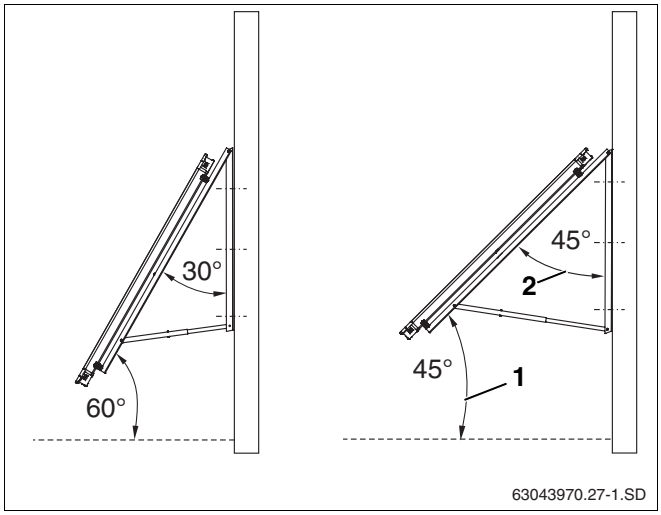

Afb. 10 Hellingshoek van de collector aan een gevel
- De hoek van de collector (afb. 10, **pos. 1**) voor de horizontalen moet tussen 45° en 60° liggen (resp. de hellingsgraad afb. 10, **pos. 2**, van de collector moet tussen 30° en 45° liggen).